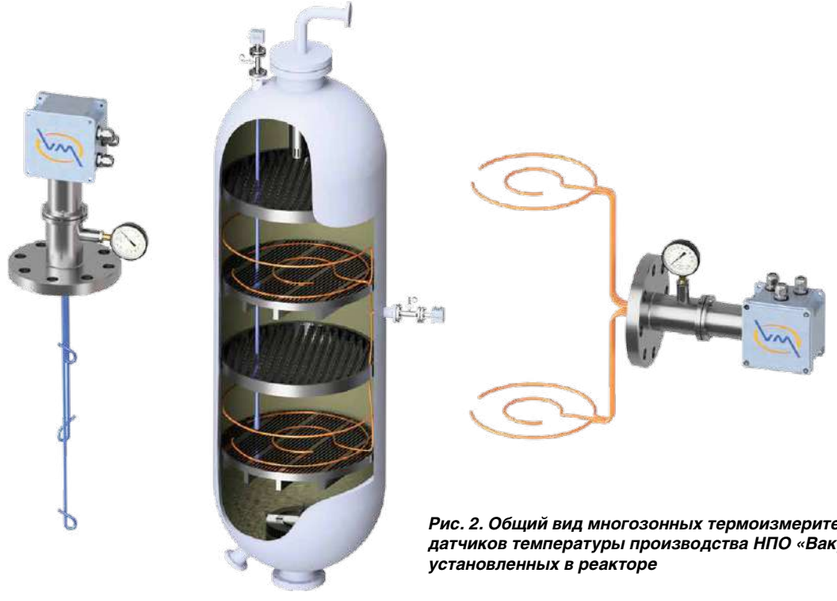

Рис. 2. Общий вид многозонных термоизмерительных датчиков температуры производства НПО «Вакууммаш», установленных в реакторе
- **Многозонные термопреобразователи модели ТПМ** (рис. 2) для измерения температурного градиента на разных уровнях и в нескольких точках одновременно в реакторах каталитического синтеза нефтепродуктов, колоннах или резервуарах, при процессах изомеризации, алкилирования, гидроочистке, гидрокрекинге, каталитическом крекинге и каталитическом реформинге. Использование многозонных установок позволяет точно определить распределение температурного градиента и изменение температуры в слоях и, как следствие, существенно увеличить производительность;